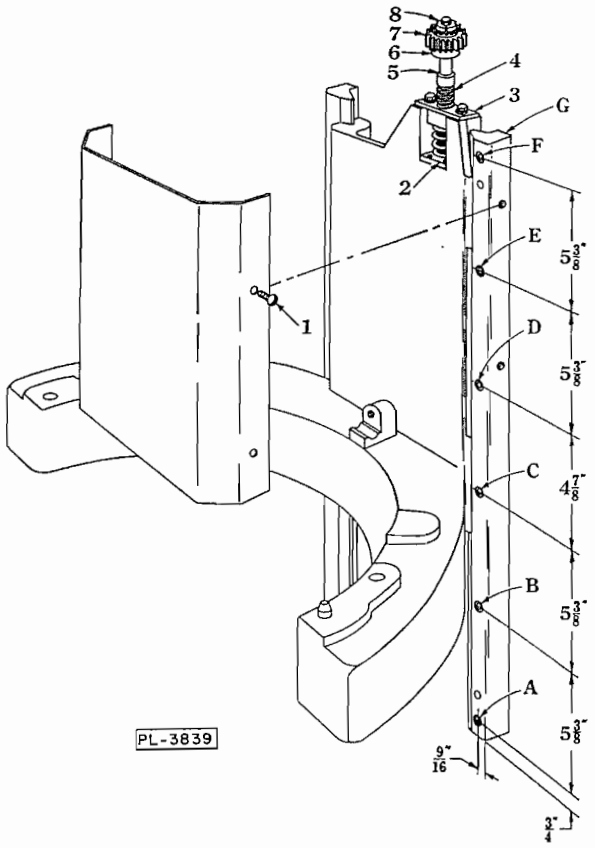

FIG. 3
To remove the bowl support, it is necessary to take off the right-hand slideway (G, Fig. 3). Proceed as follows:
(1) Remove the apron. It is held by four screws (1, Fig. 3).
(2) Break the paint covering the heads of the three lower screws A, B and C.
(3) Run the bowl support all the way down and remove the bowl lift nut retainer (3, Fig. 3). Then run the nut back up the screw.
(4) Pry the spring seat (2, Fig. 3) up off the pins.
(5) Take out the six socket-head screws A, B, C, D, E & F and remove the right-hand slideway.
End play adjustment in the bowl lift screw (4, Fig. 3) is provided by the lock nut (8, Fig. 3). Upward thrust on the lift screw is taken by a shoulder (5, Fig. 3) which bears against the transmission case; downward thrust is taken by the permanently-sealed ball bearing (6, Fig. 3). A minimum of .005″ end play should be allowed.